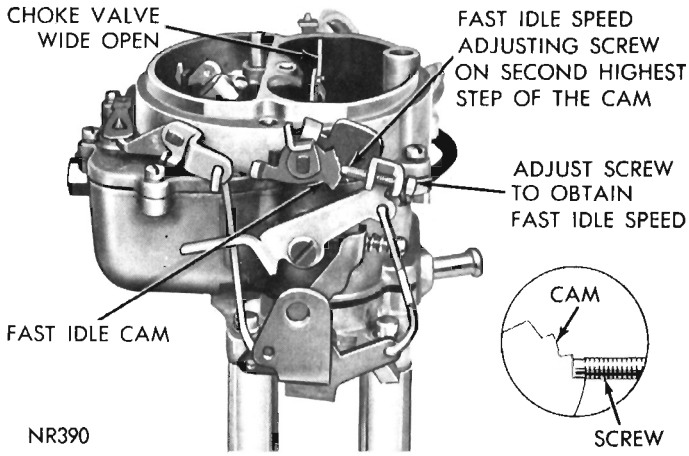

Fig. 14—Fast Idle Speed Adjustment (On Vehicle)
(1) With engine off and transmission in PARK or NEUTRAL position, open throttle slightly.
(2) Close choke valve until fast idle screw can be positioned on second highest-speed step of fast idle cam (Fig. 14).
(3) Start engine and determine stabilized speed. Turn fast idle speed screw in or out to secure specified speed. (See Specifications.)
(4) Stopping engine between adjustments is not necessary. However, reposition fast idle speed screw on cam after each speed adjustment to provide correct throttle closing torque.